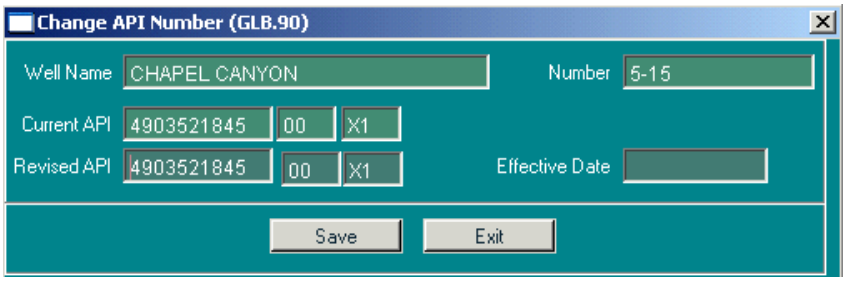

Figure 3-28: Change API Number (GLB.90) Window
5. **API Number**: Click the **API No** button to launch the *Change API Number (GLB.90)* window (Figure 3-28).